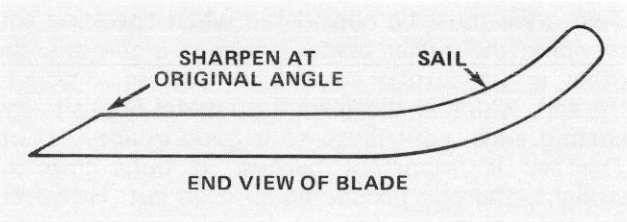

Figure 31
3. Inspect cutting edges of all blades. Sharpen the cutting edges if they are dull or nicked. Sharpen only the top side of the cutting edge and maintain the original cutting angle to make sure of sharpness (Fig. 31). The blade will remain balanced if same amount of metal is removed from both cutting edges.